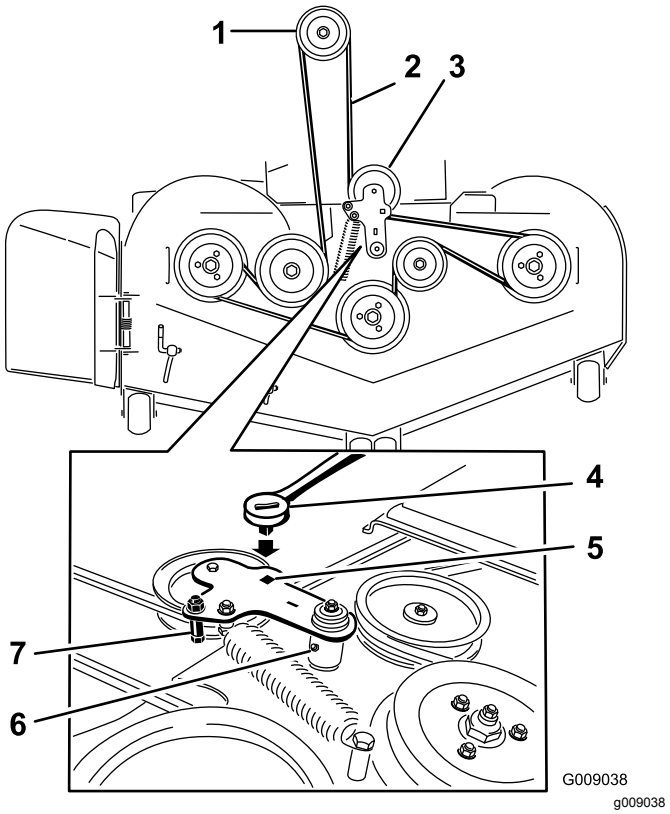
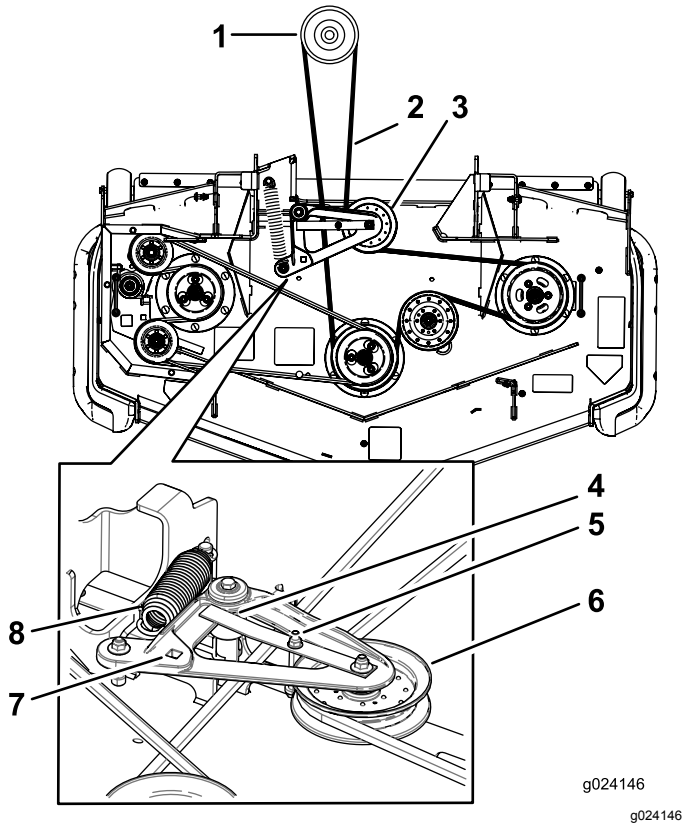

Figur 119
Figur 120
5. Løft vognbunden op, og sæt en skralde i det firkantede hul i skjoldstyrearmen. (Figur 119 eller Figur 120).
6. Drej skjoldstyrearmen med uret, løft op i tappen på remstyret (kun maskiner med bagudkast), og fjern plæneklipperremmen (Figur 119 eller Figur 120).